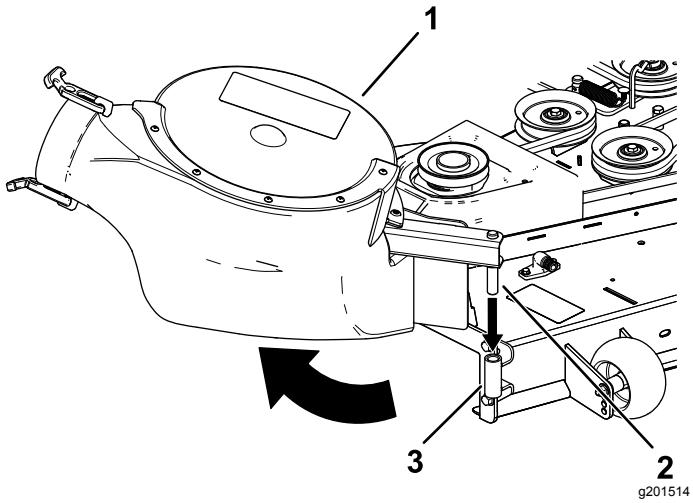

Figur 23
2. Sett viftesvingbolten på viftestøtten og roter vifteenheten innover mot maskinen (Figur 23).